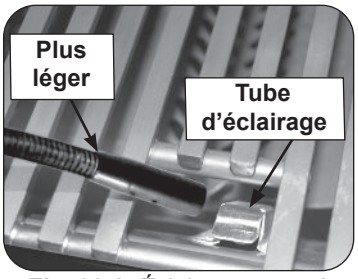

Fig. 30-2 Éclairage manuel via un tube d'éclairage
2. Passez un allumeur brûlant de butane de long-baril ou une allumette brûlante de long-tige dans la grille à cuire s'ouvrant au dessus du tube d'éclairage. (Fig. 30-2). Pour les brûleurs de dos ou les brûleurs infrarouges, maintenez la flamme contre la surface du brûleur de brûleurs arrière / infrarouge.